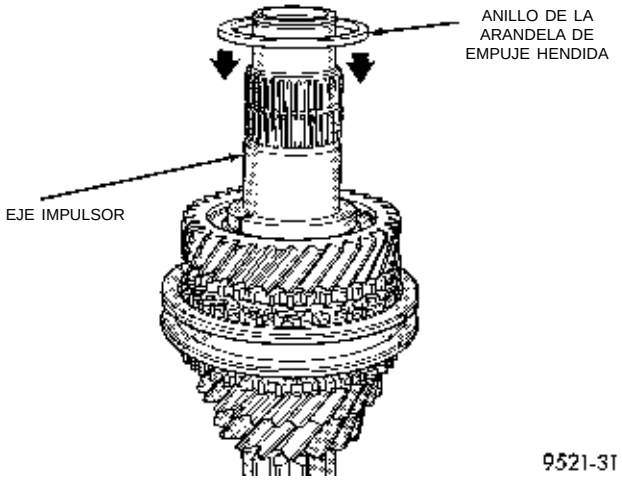

Fig. 93 Instalación del anillo de retención
(9) Instale el anillo de retención de la arandela de empuje hendida (Fig. 93).